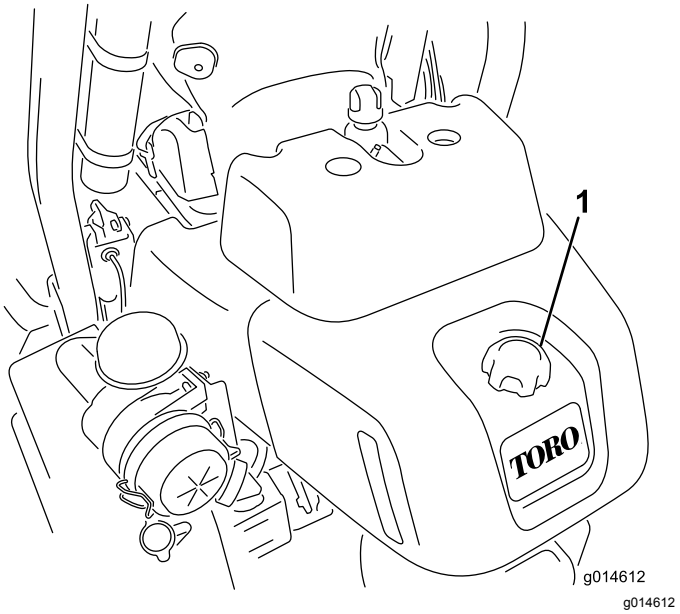

Figure 29
1. Nettoyez la surface autour du bouchon du réservoir de carburant (Figure 29).